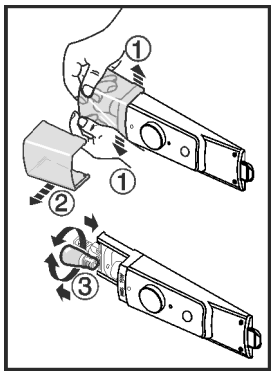

Fig. 10
- ▶ Kryt světla podle obrázku uvnitř v přední části tlačte od sebe *Fig. 10 (1)* a vytáhněte do strany *Fig. 10 (2)*.
- ▶ Vyměňte žárovku. *Fig. 10 (3)*